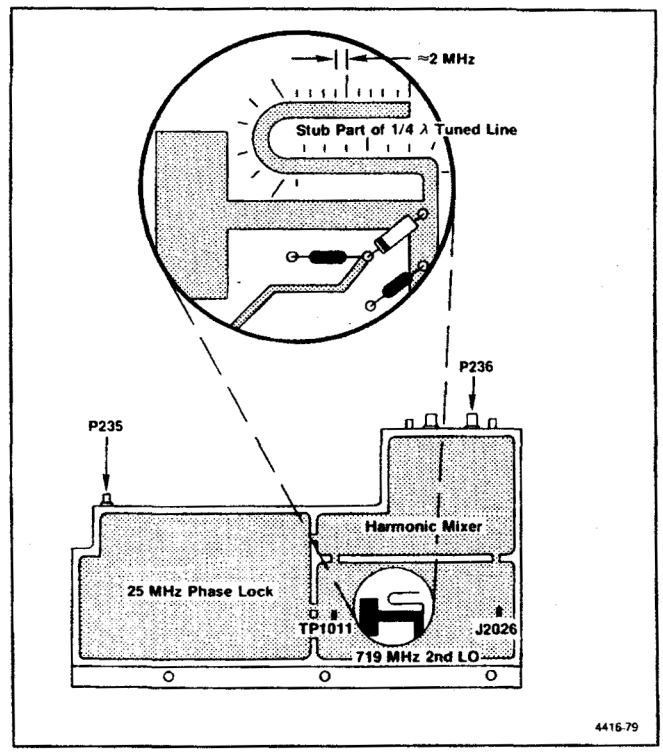

Figure 6-12. 829 MHz LO test points and connectors.
b. The 2nd LO range is 714.5 MHz to 723.5 MHz (with the cover off). 719 MHz is the optimum center frequency. Frequency of the oscillator is controlled by the Tune Volts from the 25 MHz Phase Lock circuit (located at TP1011) which varies from +5 V (low end) to +11.9 V (high end) with +6.75 V to +7.5 V as the limits for operation at 719 MHz. Set the digital voltmeter to measure 12 V then connect it between TP1011 (Figure 6-12) and ground.
c. Disconnect the 100 MHz reference from the 3rd Converter by unplugging P235 (Figure 6-12). The oscillator should go to its upper limit and the voltmeter indicate about 11.9 V.
e. Minor adjustments to the oscillator frequency are made by shortening the U-shaped transmission line stub, off the main line. Graduation marks (see Figure 6-12) along the side of the stub provide a guide to calculate frequency correction. Each minor mark from the end or cut across the stub, represents an approximate change of 2 MHz.